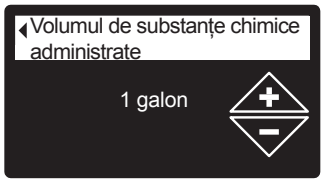

FIG. 89
7. Apăsaţi SELECT (⬭), pentru a afișa meniul Volumul substanțelor chimice administrate sau Timpul de administrare a substanțelor chimice. (fig. 89 i 90).